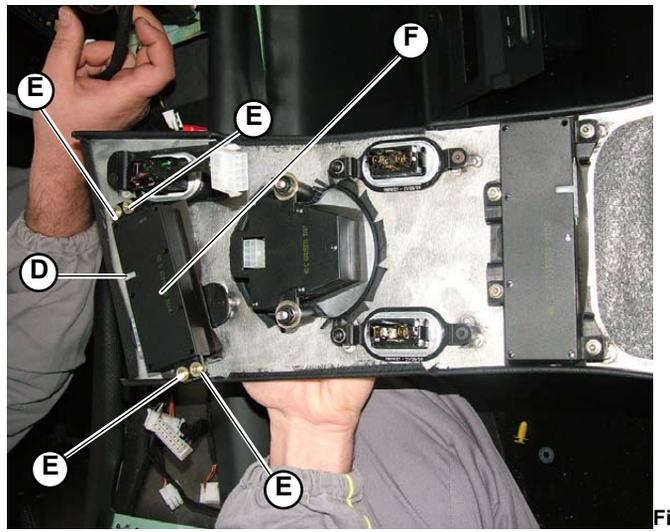

Fig.13
1. Disconnect the connector (**D-Fig.13**).
2. Unscrew the 4 screws (**E-Fig.13**) securing control unit no. 1 (**F-Fig.13**) to the central ornament (**G-Fig.13**).